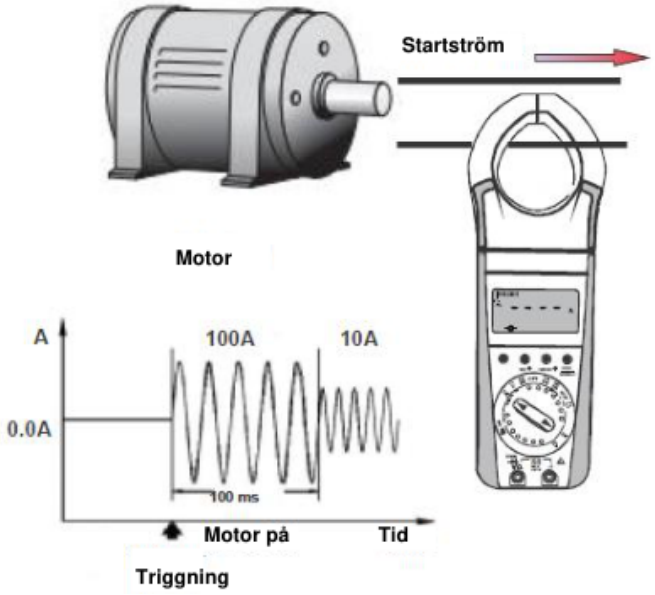

Fig. 9.5
9.8 Startström. När en växelströmsmotor startar registrerar tången startströmmen under 100 ms. Sätt tången runt motorledaren och aktivera INRUSH innan motorn startas. Se fig. 9.5.